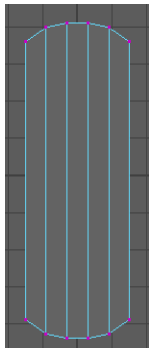

Figure 2-78 *The basic shape of the deck*
4. Similarly, scale the other vertices to create the basic shape of *deck*, as shown in Figure 2-78.